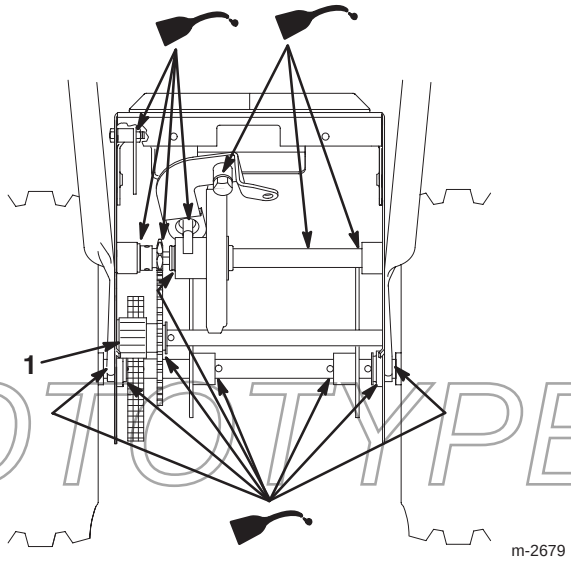

Figur 36
6. Smør forsiktig snøfreseren med tynn olje, som vist i figur 36 og 37.